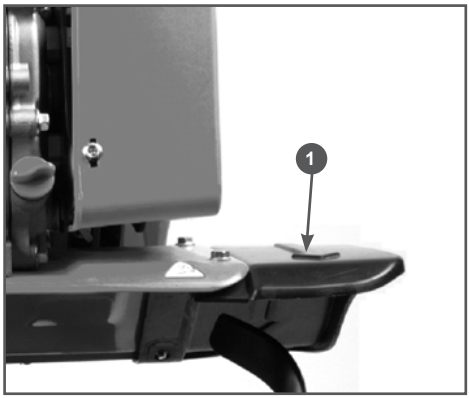

Рис. 5 Установка защитных крыльев
4. Установите на мотокультиватор защитные крылья 1 и закрепите их с помощью болтов и гаек (Рис. 5).